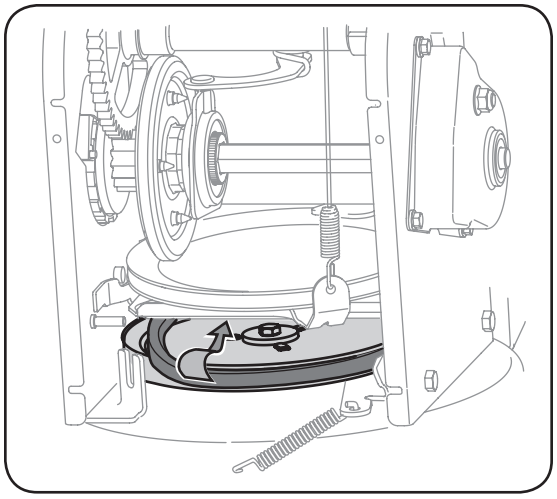

Figure 6-8
5. Dégagez la courroie de la poulie de la tarière et faites glisser la courroie en le support et la poulie de la tarière. Remontez la courroie de la tarière en procédant dans l'ordre inverse.Voir la Figure 6-8.
3. Embrayez la commande et assurez-vous que la roue de frottement est en contact avec la poulie motrice. Voir la Figure 6-8.